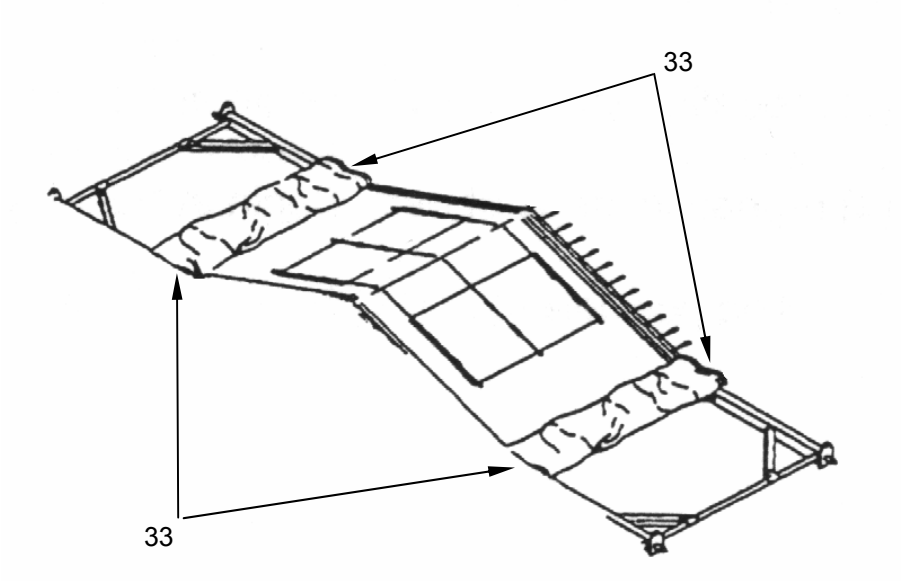

Figure 15. Unroll Tent Fabric.
5. Unroll tent fabric until fabric reaches eave spindles **(Figure 15, Item 33)**. Place grommets over each of the four eave spindles.